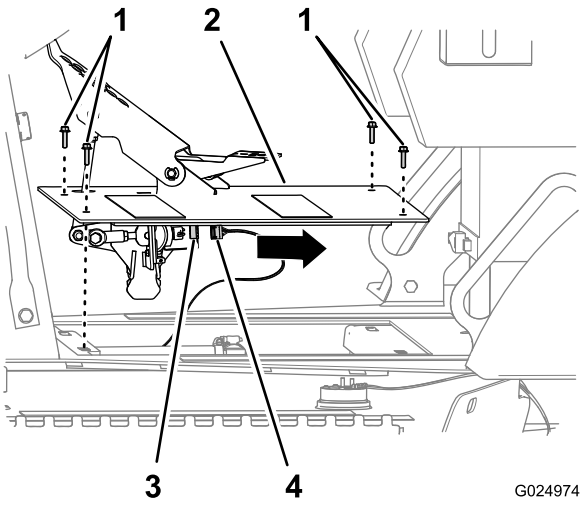

Rysunek 109
1. Wykręć 4 śruby kołnierzowe z łbem sześciokątnym mocujące zespół pedału trakcji do podwozia maszyny (Rysunek 109).
2. Odłącz złącze 6-gniazdowe wiązki przewodów maszyny od złącza 6-stykowego czujnika pedału trakcji (Rysunek 109).
3. Zdejmij zespół pedału trakcji z maszyny (Rysunek 109).
1. Podłącz złącze 6-gniazdowe wiązki przewodów maszyny do złącza 6-stykowego czujnika pedału trakcji (Rysunek 109).
2. Ustaw otwory w płycie zespołu pedału trakcji zgodnie z otworami w podwoziu maszyny (Rysunek 109).
3. Zamocuj zespół pedału trakcji do podwozia maszyny za pomocą 4 śrub kołnierzowych z łbem sześciokątnym (6 x 25 mm); patrz Rysunek 109.